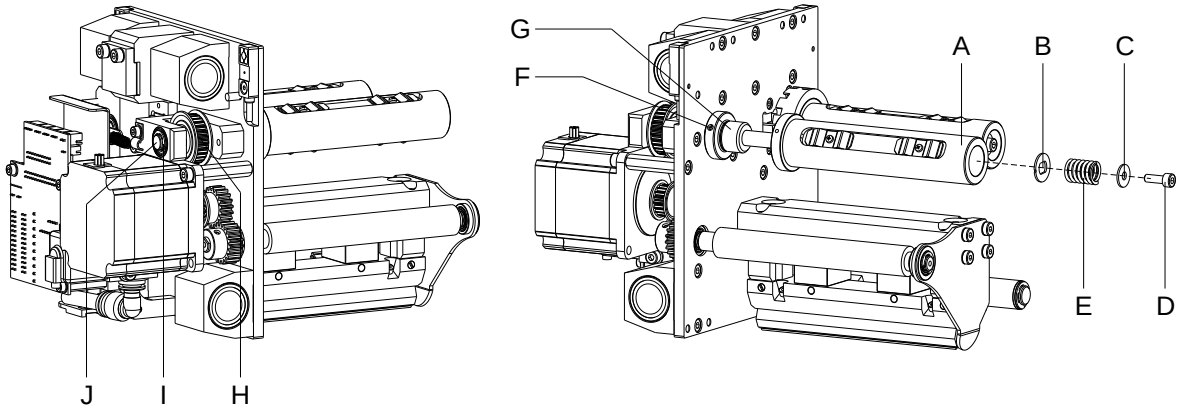

Abbildung 35
4. Transferbandrolle (A, Abbildung 35) aufstecken.
5. Mitnehmerscheibe (B, Abbildung 35), Feder (E, Abbildung 35) und Unterlegscheibe (C, Abbildung 35) platzieren und mit Schraube (D, Abbildung 35) befestigen (siehe *Hinweis* unten).
Inbusschraube (D, Abbildung 35) bis zum Anschlag eindrehen und anschließend wieder drei Umdrehungen lösen.
Inbusschraube (D, Abbildung 35) bis zum Anschlag eindrehen und anschließend wieder zwei Umdrehungen lösen.
Inbusschraube (D, Abbildung 35) anziehen = Erhöhung der Farbbandspannung.
Inbusschraube (D, Abbildung 35) lösen = Minderung der Farbbandspannung.